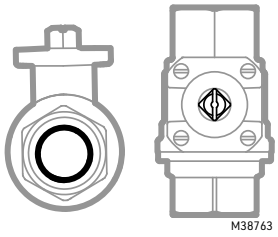

Fig. 3. Ejemplo de válvula de bola abierta.
- Asegúrese de que la válvula de bola esté en la posición abierta antes de la instalación para garantizar el alineamiento con el actuador. Consulte la Fig. 3.